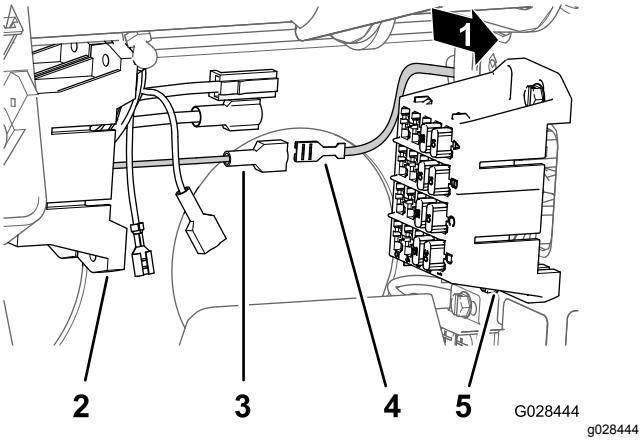

Figur 23
4. Find den uisolerede spadesko ved enden af sikringsblokkens åbne, gule strømledning til maskinen og den isolerede flade stiftkabelsko ved enden af sikringsblokkens gule, valgfrie strømledning til sprøjteledningsnettet (Figur 23).
5. Slut den uisolerede spadesko på maskinens sikringsblok til den isolerede flade stiftkabelsko på sprøjtens sikringsblok (Figur 23).